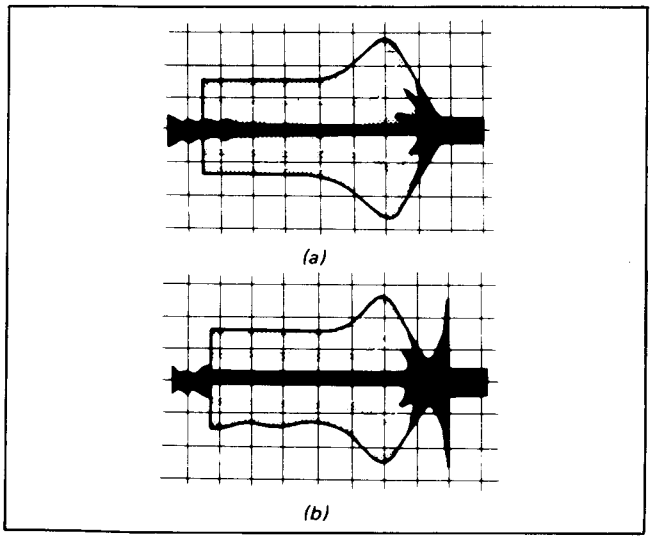
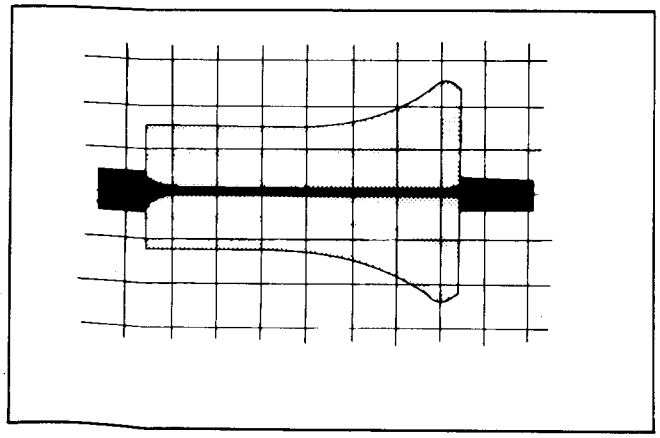
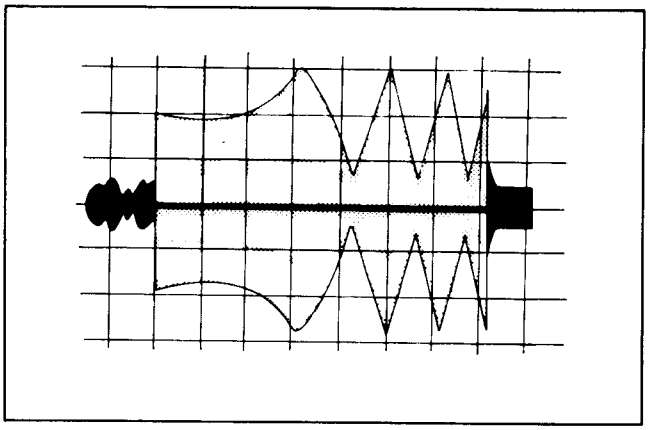

Fig. 4-15
Fig. 4-16
Fig. 4-17
i) If the exit free waveform is within the range indicated in Fig. 4-15(a), (b), proceed from step 5).
ii) If the peak of the exit free waveform is smaller than that illustrated in Fig. 4-15(a) (e.g. Fig. 4-16), loosen the lock screw, then turn the capstan adjustment screw until the waveform is within the specified range.
iii) If the peak shape of the exit free waveform differs from that shown in Fig. 4-15(b) (e.g. Fig. 4-17), loosen the lock screw, then turn the capstan adjustment screw clockwise until the waveform is within the specified range.
5) Lock the capstan lock screw. (Turn clockwise until is stops, then turn about 30° more. At this point, the exit free waveform will change slightly, and if it goes out of the range shown in Fig. 4-15(a), (b) return to step 4) and re-adjust.
7) Confirm and adjust according to 4-1-3, exit side adjustment procedure items 4), 5).